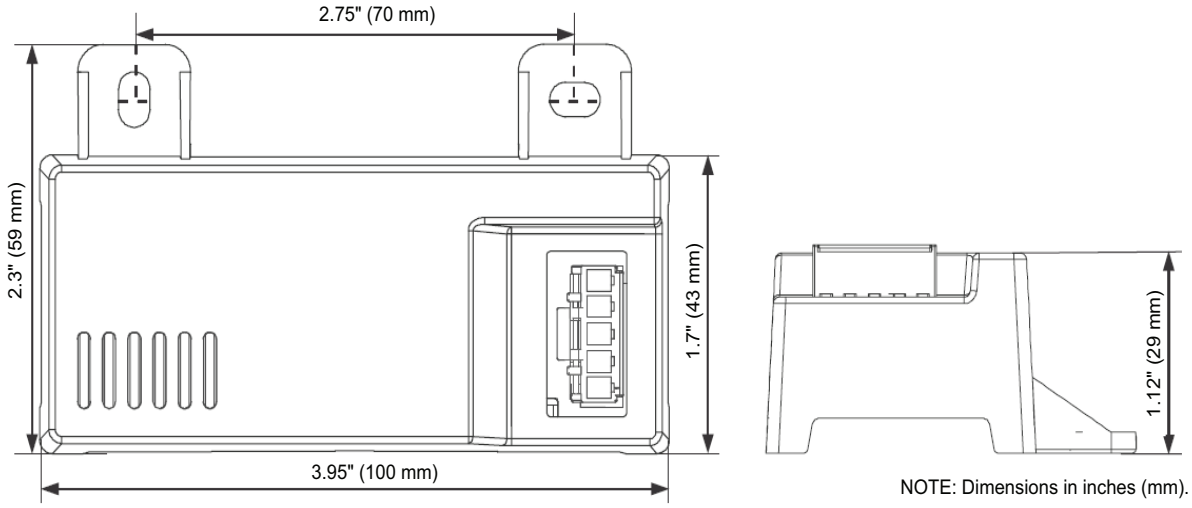
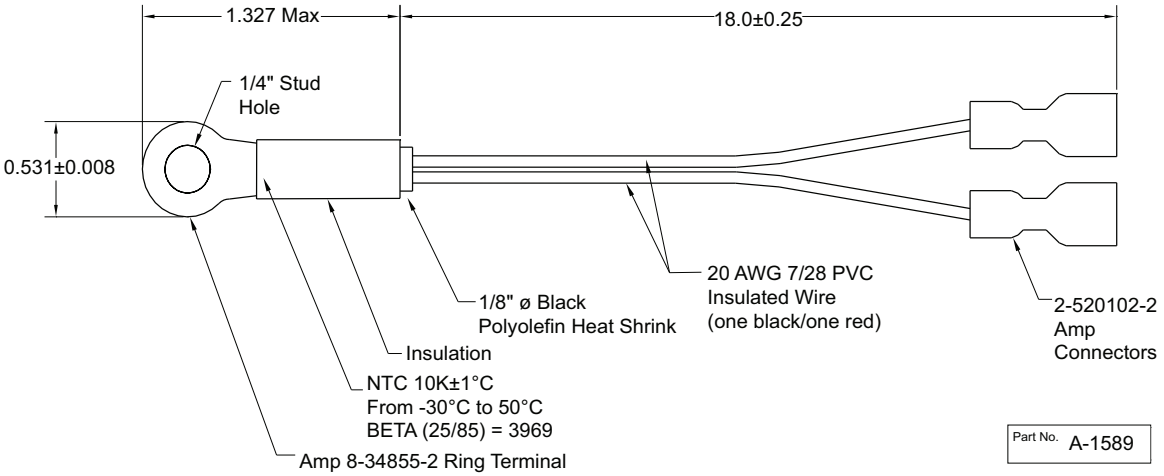
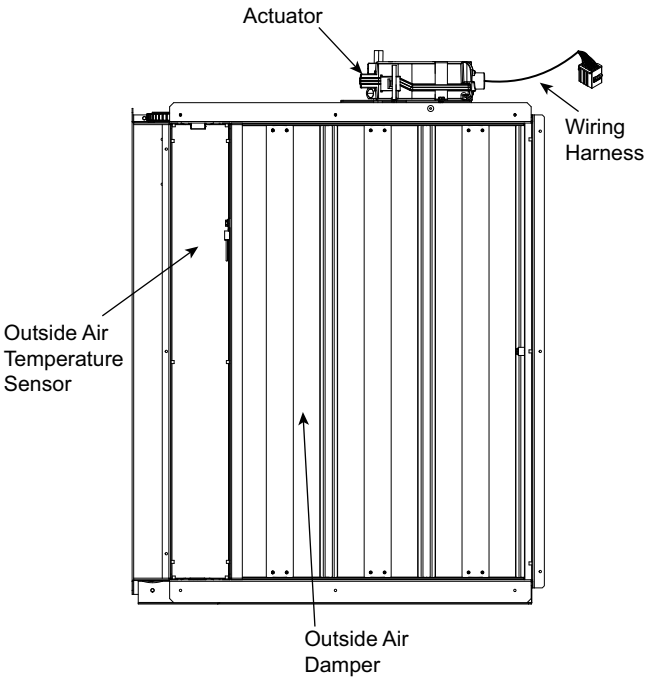

Fig. 67 — HH57LW001 Dimensional, Connection and Switching Information
Fig. 68 — HH79NZ039 Dry Bulb and Mixed Air Sensor Wiring
Fig. 69 — EconomizerONE Component Locations (CRECOMZR108A00 Shown)
When using the HH57LW001 enthalpy sensor (see Fig. 67) for outside air changeover, the existing HH79NZ039 dry bulb sensor (see Fig. 68) must be removed. The enthalpy sensor will be mounted in the same location as the dry bulb sensor (see Fig. 69). When the enthalpy sensor's OA (Outside Air) temperature, enthalpy, and dew point are below their respective setpoints, the outside air can be used for free cooling. When any of these are above the setpoint, free cooling will not be available. Enthalpy setpoints are configurable and create an enthalpy boundary according to the user's input. For additional details, see Fig. 70-71 and Table 29.
The optional enthalpy control sensor (P/N: HH57LW001) communicates with the POL224 economizer controller using the 5-wire harness, 48TC005213. The HH57LW001 sensor can be used as a single outside air enthalpy, a differential return enthalpy, or a differential return temperature sensor. Refer to the base unit control wiring diagrams found earlier in this book to wire the HH57LW001 enthalpy sensor for each option. Use Fig. 67 and Table 31 on page 51 to locate the wiring terminals for each enthalpy control sensor.
Economizers are shipped standard with an HH79NZ039 outside air dry bulb sensor (see Fig. 68). System default setting (high temp limit) is 63°F (17°C) and has a range of 48°F to 80°F (9°C to 27°C). Sensor is factory installed on economizer.
If installing the optional HH57LW001 enthalpy sensor, the HH79NZ039 dry bulb outside air sensor must first be removed. Wire sensor to harness 48TC005213 and the (5) wires from the harness to the EconomizerONE harness in the return air chamber. Harness 48TC005213 has a 5-pin plug that connects directly to the HH57LW001 enthalpy sensor. Refer to the base unit control wiring diagrams earlier in this book for wiring connections. Refer to Fig. 67 and Table 31.